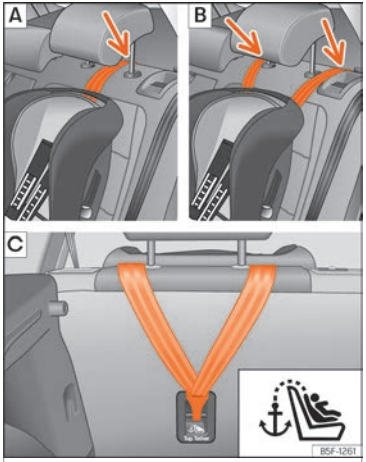
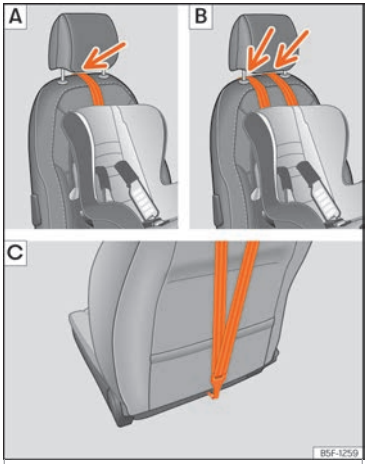

Abb. 34 Rücksitze: Einstellung und Einbau je nach Top Tether-Gurt.
Abb. 35 Beifahrersitz: Einstellung und Einbau je nach Top Tether-Gurt.
- Führen Sie den Gurt unter der Kopfstütze durch (in Abhängigkeit der Gebrauchsanweisungen des Kindersitzes ggf. Kopfstütze anheben oder entfernen) ››› **Abb. 34** A/B, ››› **Abb. 35** A/B.
- Den Haltegurt nach hinten führen und ordnungsgemäß in die Verankerung an der Rückseite der Sitzlehne einhaken ››› **Abb. 34** C, ››› **Abb. 35** C.